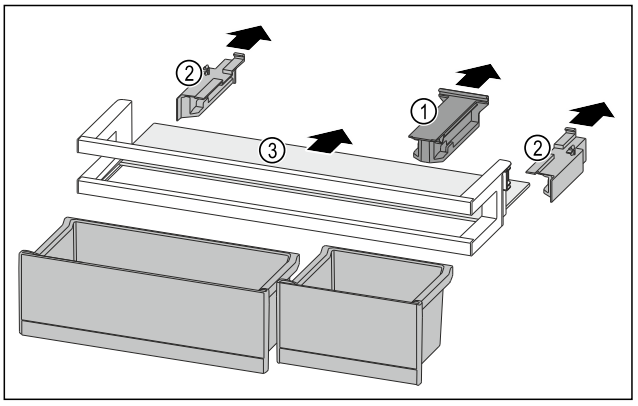

Fig. 212
▶ Estrarre l'elemento di tenuta *Fig. 212 (1)*.
▶ Togliere gli elementi laterali *Fig. 212 (2)*.
▶ Rimuovere il ripiano *Fig. 212 (3)*.